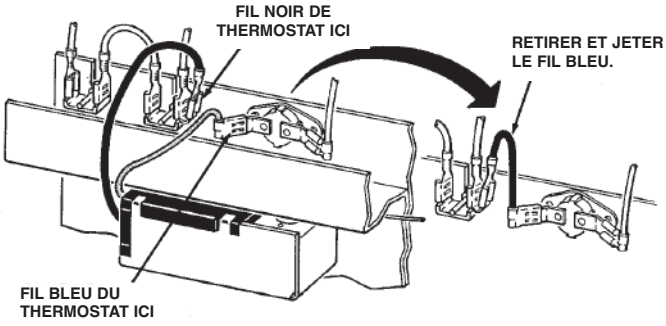

Figure 2
6. Avec des pinces à longs becs, retirer soigneusement et jeter le fil bleu connecté entre la borne de l'élément (marquée "2") et le disjoncteur thermique (TCO) (voir la figure 2).
Pour éviter les risques de défaillance électrique et d'endommagement des bornes, supporter les bornes pour qu'elles ne soient pas pliées lors des connexions (voir la figure 2). S'assurer que les connexions soient bien serrées.